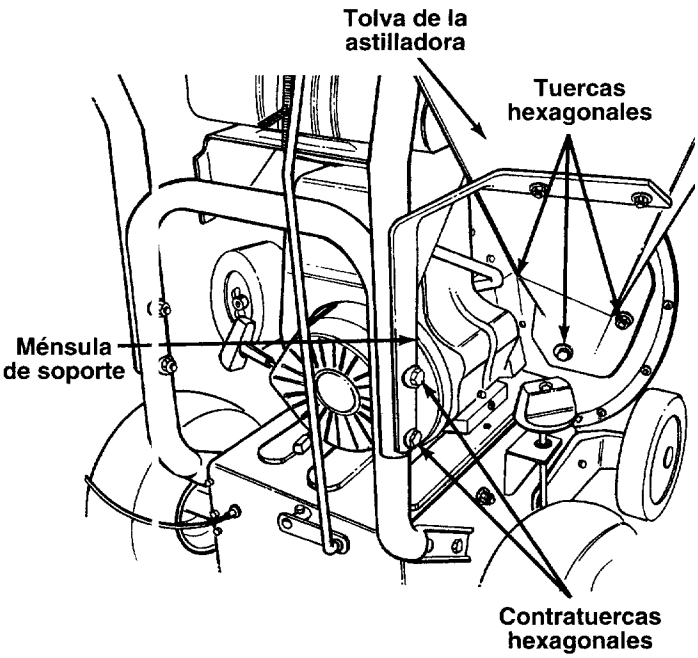

FIGURA 4.—Vista desde la posición del operador
- Retire las dos contratuercas hexagonales de los pernos hexagonales que aseguran el lado derecho del mango superior al mango inferior. Deje en su lugar los pernos y arandelas. Vea la figura 4.
- Retire las tres arandelas acopadas y tuercas hexagonales de los pernos prisioneros soldados. Encontrará esos pernos prisioneros soldados al lado de la abertura del lado derecho de la astilladora-aspiradora. Vea la figura 4.
- Retire los dos pernos hexagonales, arandelas planas y tuercas, las que están fijadas a la ménsula de soporte. Vea la figura 4.